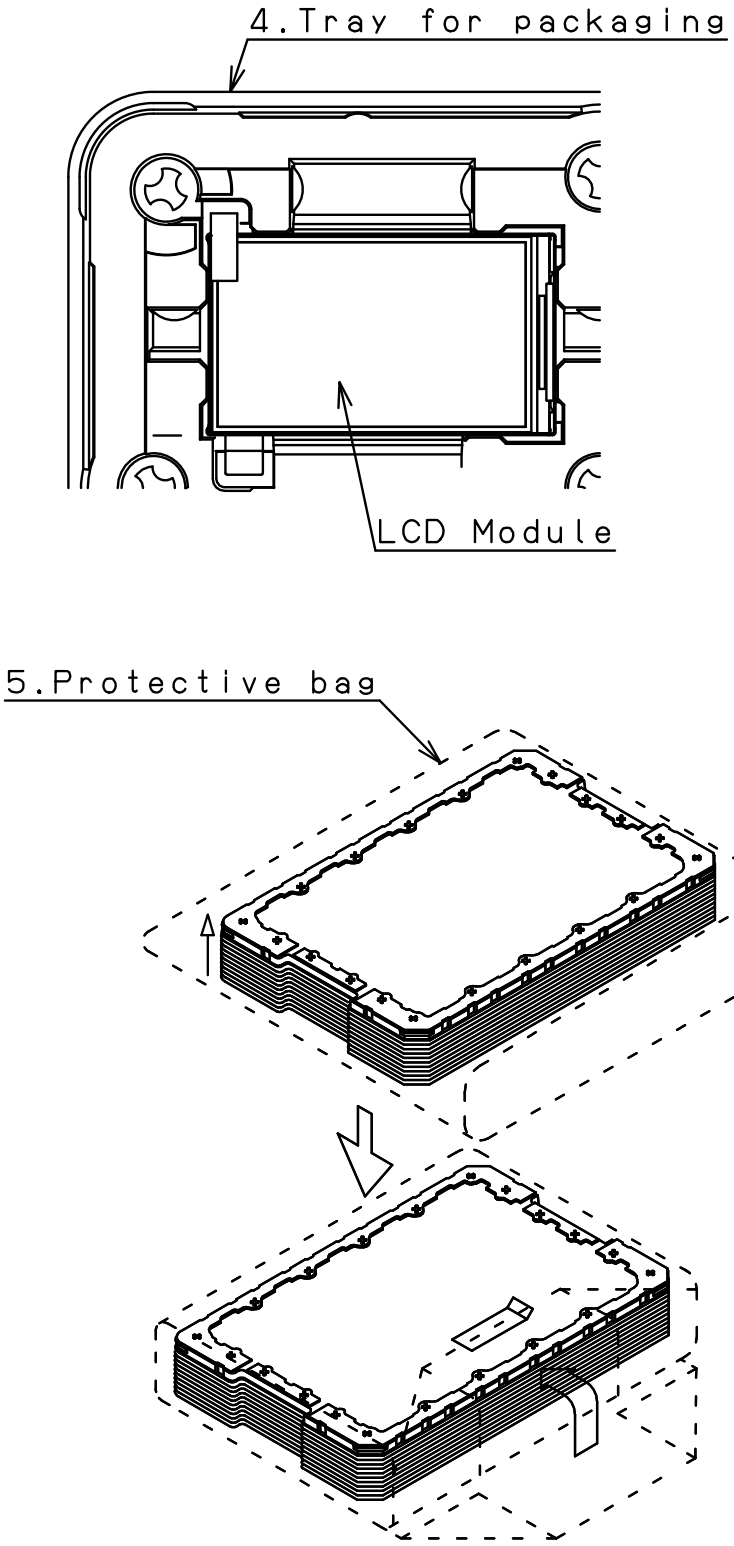

Fig.10 Packaging style (Tray for packaging)
2) Packaging style : Fig. 10, 11